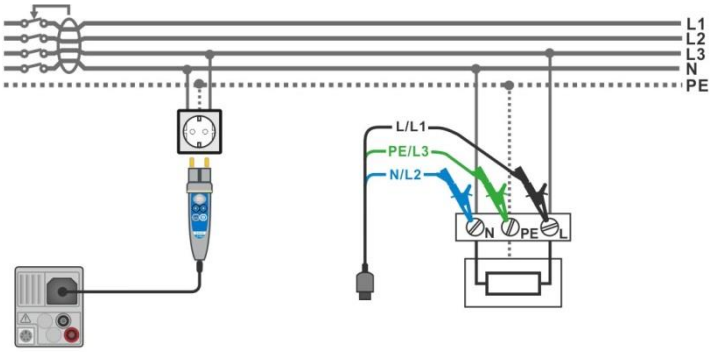

Figure 7.28: Connecting the Plug commander and the 3-wire test lead
- Connect test leads or Plug commander to the object under test, see ***Figure 7.28***.
‣ Connect test leads or Plug commander to the object under test, see ***Figure 7.28***